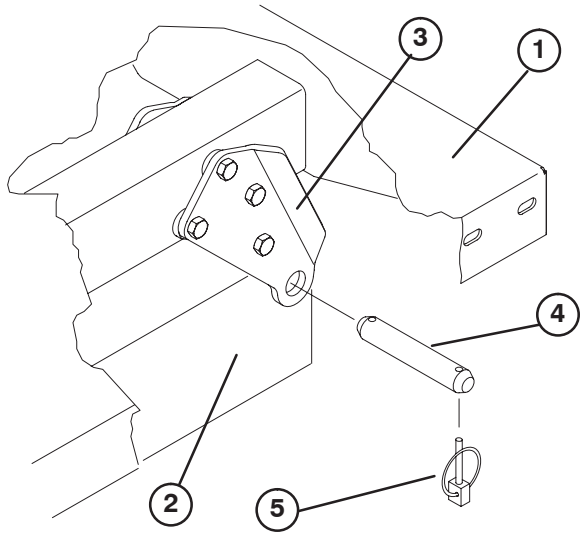

Bild 10
3. Nehmen Sie die Lastösenbolzen ab, mit denen die Zylinderstangenenden an den Pritschenbefestigungsplatten befestigt sind. Drücken Sie die Bolzen hierfür nach innen (Bild 10).
4. Nehmen Sie die Klappstecker und die Lastösenbolzen ab, mit denen die Schwenkhalterungen an den Rahmenkanälen befestigt sind (Bild 10).
Hinweis: Achten Sie darauf, dass die hinteren Schwenkplatten am Pritschenrahmen bzw. –kanal so festgeschraubt sind, dass das untere Ende nach hinten abgewinkelt ist (Bild 10).
2. Setzen Sie die Pritsche vorsichtig auf den Fahrzeugrahmen. Richten Sie die hinteren Schwenkplattenlöcher der Pritsche mit den Löchern am hinteren Rahmenkanal aus und montieren Sie die (2) Lastösenbolzen und Klappstecker (Bild 10).
3. Befestigen Sie bei abgesenkter Pritsche jedes Ende der Zylinderstange mit einem Lastösenbolzen und einem Klappstecker an den entsprechenden Einschüben in den Befestigungsplatten der Pritsche. Setzen Sie den Lastösenbolzen von der Außenseite der Pritsche ein, der Klappstecker sollte nach außen zeigen (Bild 10). Die hinteren Einschübe sind für die Montage der großen Pritsche und die vorderen Einschübe sind für die Montage der 2/3 Pritsche gedacht.